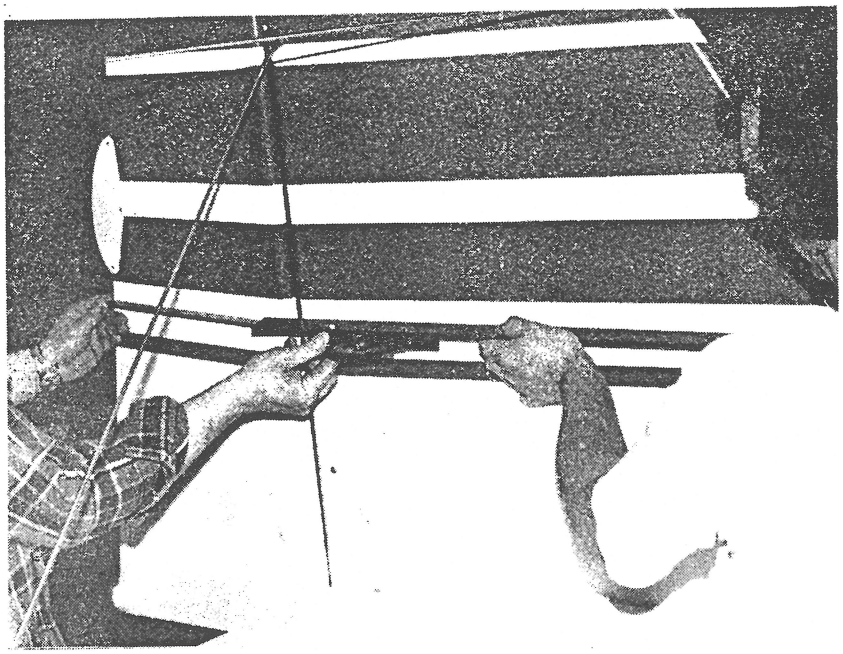

FIGURE 5-11.
c. Check travel using angle movement jig (See Figure 5-11) or measure using fin surface as base. Remove or add steel material to studs on fin tube to allow proper rudder horn movement.